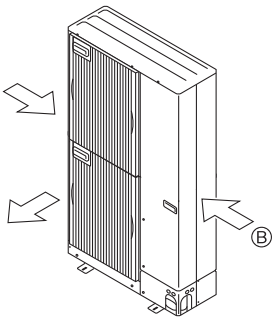

Fig. 4-1-2b
② Position the unit so that the air outlet blows perpendicularly to the seasonal wind direction, if possible. (Fig. 4-1-2b)